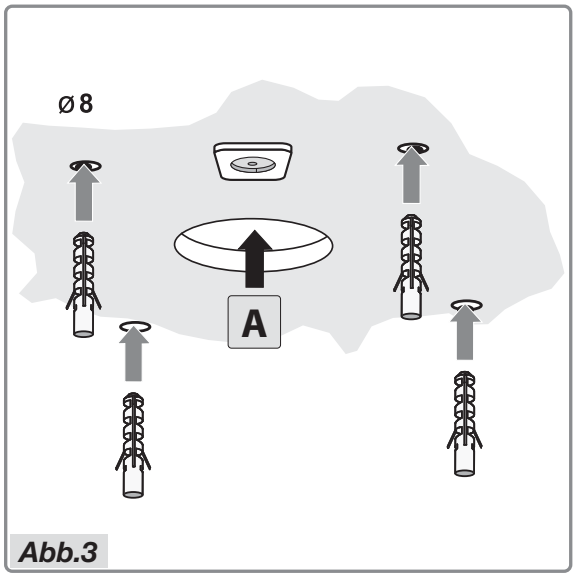

Abb.3
- Bereiten Sie die Luftabzugsöffnung **A** vor (Abb.3).